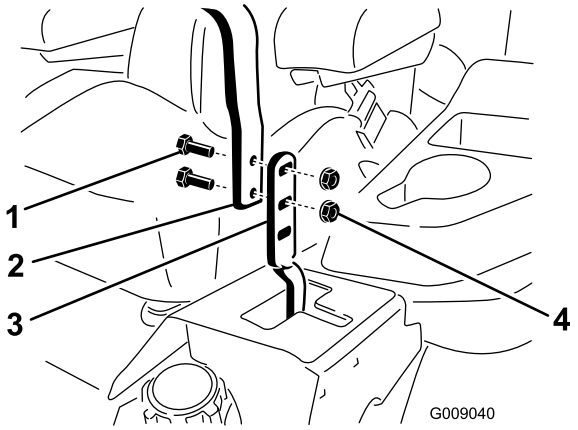

Figur 60
3. Løsn de bolte og flangemøtrikker, der fastgør håndtagene på grebene (Figur 60).